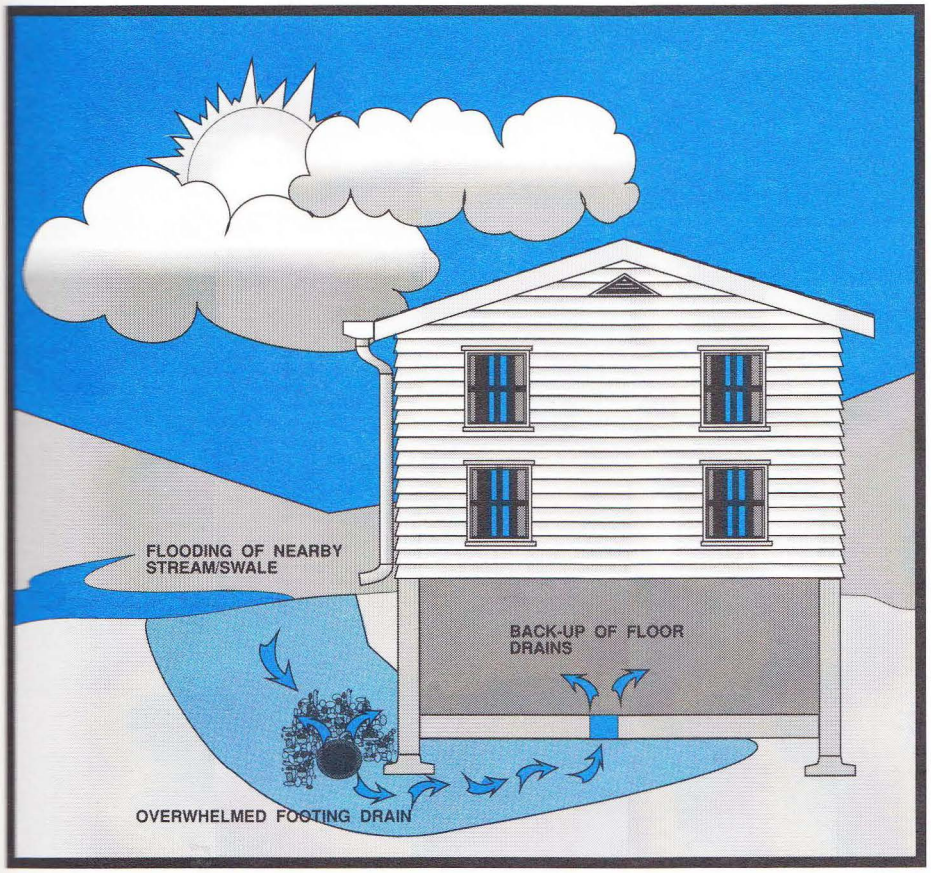

**FIGURE 21**
- Flooding of the nearby stream or *drainage swale* (ditch) can overwhelm the drainage system around the house and result in water penetrating into the basement and backing up floor drains. (See Figure 21.)